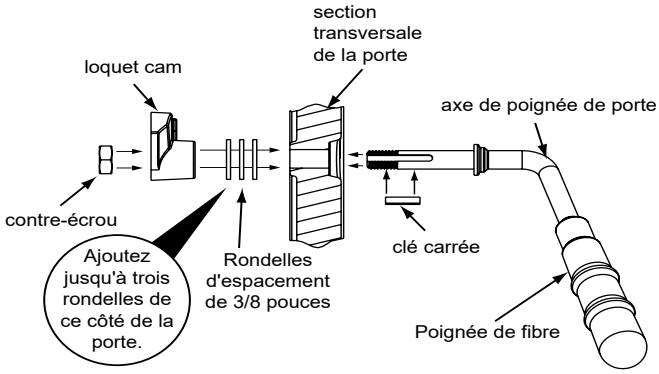

Figure 22.2
2. Placez une deuxième ou plusieurs rondelles comme il est indiqué à la **Figure 22.2**.
6. Installez la poignée en fibre **(Figure 22.2)**.